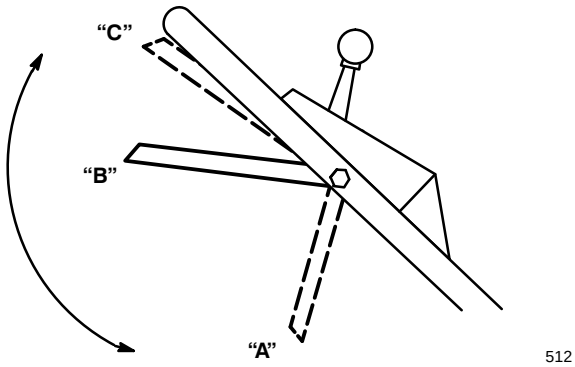

Figure 12
4. BLADE AND TRACTION OPERATION (Fig. 12)—When control bar is in position “A”, slide control bar to right and raise to position “B” to engage blade. Squeeze control bar against handle to position “C” to drive. To disengage traction drive but keep blade engaged, gradually release control bar to position “B”. To self-propel with blade disengaged, simply squeeze control bar against handle to position “C”, without sliding control bar to right.